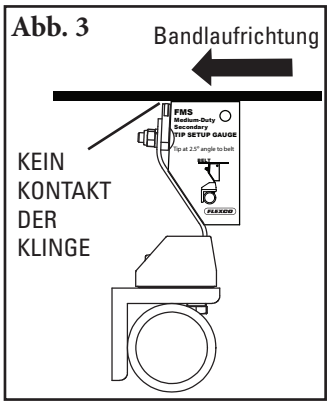

Abb. 3
3. **Blattneigung einstellen.** Positionieren Sie die Steckachse/Abstreiferblätter in der Mitte des Förderbands. Drehen Sie die Steckachse, bis sich die Klingen gemäß der mitgelieferten FMS-Klingen-Einstellschablone ausrichten (Abb. 3). Ziehen Sie die Schraube der Steckachsenklemme an beiden Steckachsen-Halterungen an, um die Steckachse an der Stelle zu fixieren. Verwenden Sie zum Arretieren der Einstellschraube einen Inbusschlüssel. Während der Befestigung der in die richtige Position gebrachten Steckachse darf das Abstreiferblatt das Band nicht berühren. Sollte dennoch ein Kontakt entstehen, sind die Maße aus Schritt 1 zu überprüfen.